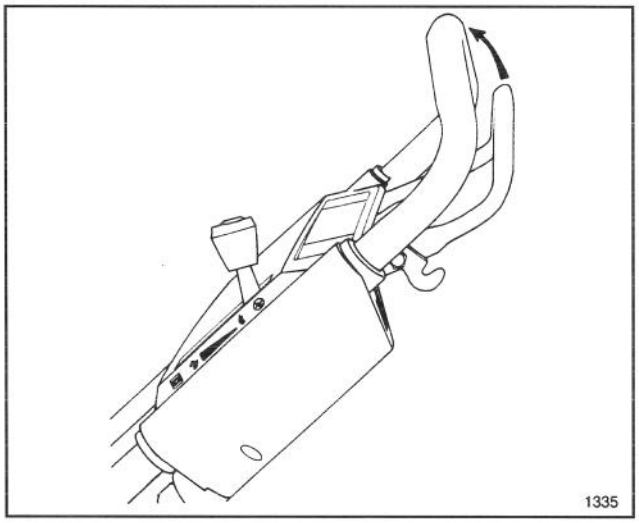

Abbildung 8
4. FAHRBETRIEB (selbstgetriebenes Modell) (Abb. 8)—Den Antriebshebel gegen den Gestängegriff drücken, um den Mäher in Bewegung zu setzen. Wird der Antriebshebel losgelassen, wird auch der Antrieb ausgeschaltet.